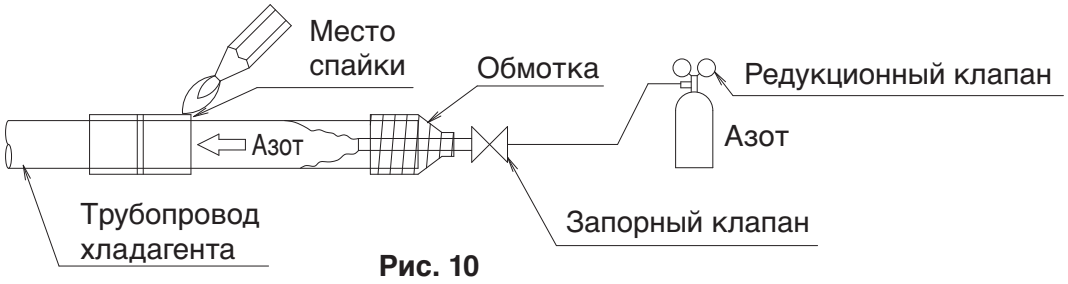

Рис. 10
- Перед пайкой трубопровода для хладагента дождитесь, пока азот вытеснит из него воздух (ПРИМЕЧАНИЕ 1) **(См. Рис. 10)**. После этого можно приступить к пайке (ПРИМЕЧАНИЕ 2). После пайки выполните конусное соединение с внутренним блоком. **(См. Рис. 9)**